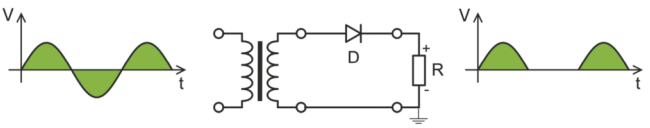

**FIGURE 10.24** (Step 8) Half-wave rectifier circuit. Pay attention to the polarity of the supply based on the direction of the diode.
8. **Build the half-wave rectifier circuit shown in Fig. 10.24,** using a sine wave from the transformer (H2 and H4) and a single LED diode.